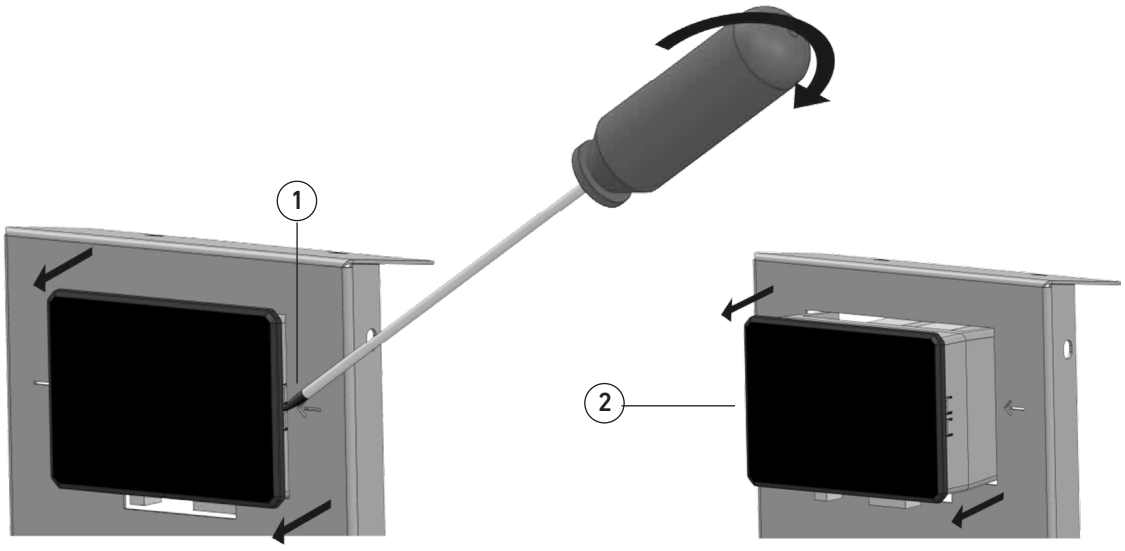

fig. 21
- Ruotare leggermente il cacciavite verso la lamiera e premere delicatamente in direzione della freccia per sganciare i denti di fissaggio della centralina (fig. 21 part. 1) ed estrarla dalla sua sede (fig. 21 part. 2);
- Estrarre la centralina e rimuovere gli spinotti di collegamento (fig. 21 part. 2).